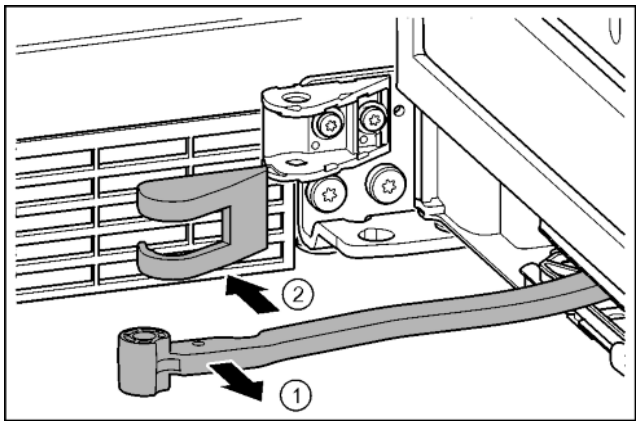

Fig. 19
▶ Gelenk in Richtung Tür drehen. *Fig. 19 (1)*
▶ Lagerbockabdeckung entfernen. *Fig. 19 (2)*